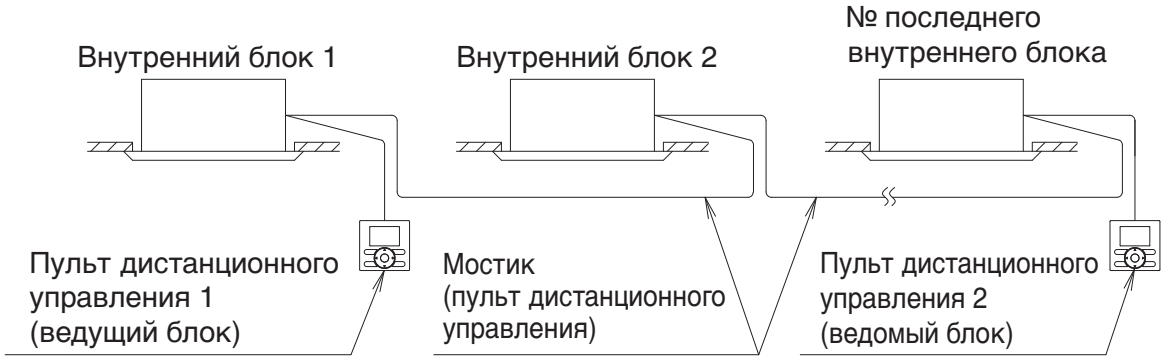

Рис. 20
- При одновременном использовании группового контроля и 2 пультов дистанционного управления подключите пульт дистанционного управления 2 (ведомый) к наружному блоку в конце переходника (последний номер). **(См. Рис. 20)**